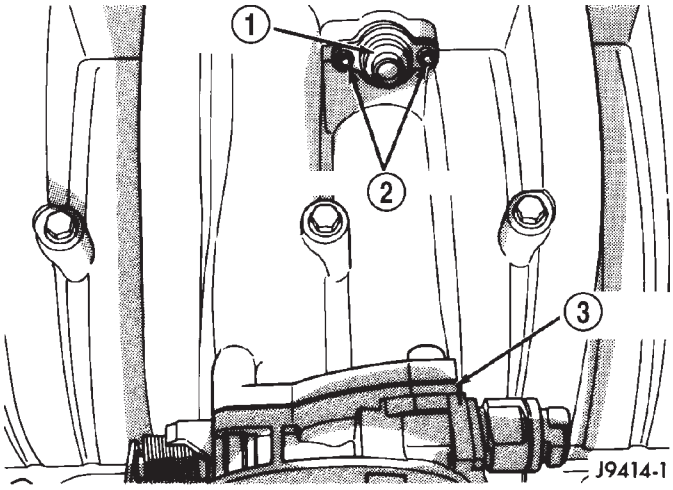

Fig. 16 Map Sensor —8.0L Engine
(16) Verify that MAP sensor electrical connector is firmly connected to MAP sensor (Fig. 16).